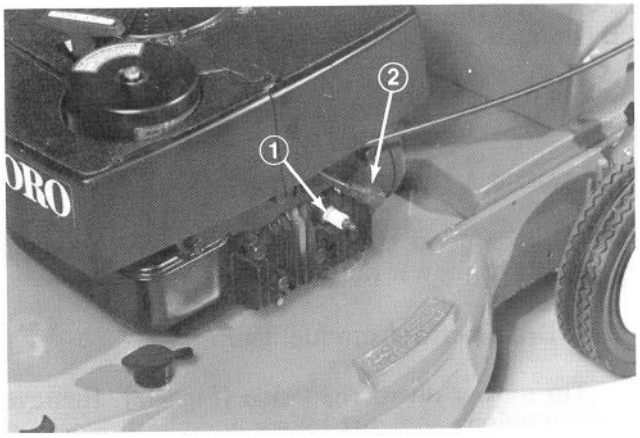

Figure 26
1. Remove spark plug (Fig. 26).